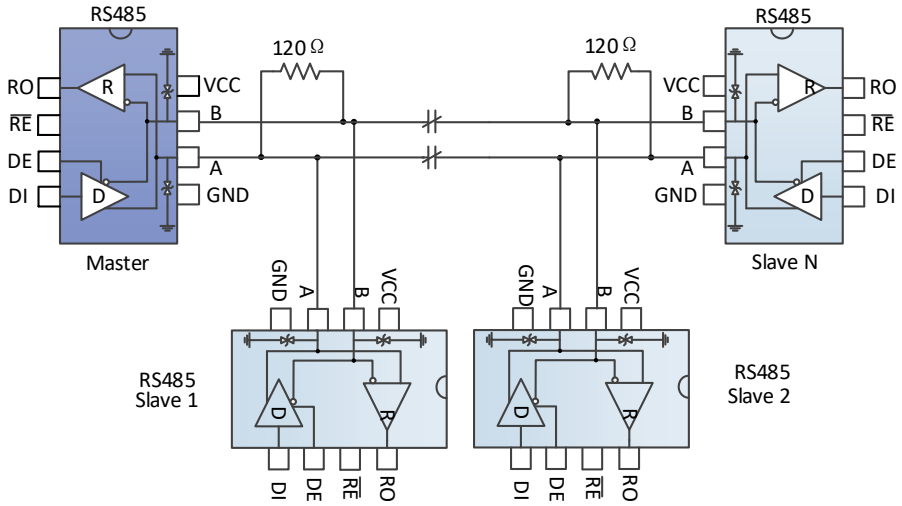

图 9 总线式 RS485 半双工通讯网络
总线式组网：SN65HVD3082EDGKR(ES) RS485 收发器设计用于多点总线传输线上的双向数据通信。图 9 显示了典型网络应用电路。这些器件也能用作电缆长于 4000 英尺的线性转发器，为减小反射，应当在传输线两端以其特性阻抗进行终端匹配，主干线以外的分支连线长度应尽可能短。